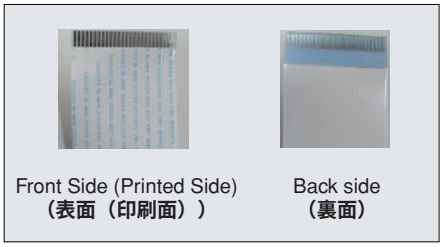

Fig.1（図 1）
1) Flat cable's contacts are visible from the back. Pay attention not to insert and install the cable to the connector inversely. (Fig.1)	1) フラットケーブルの接点が裏面から透けて見えます。コネクタにケーブルの表、裏を逆に挿し込まないように注意して取り付けてください。（図1）